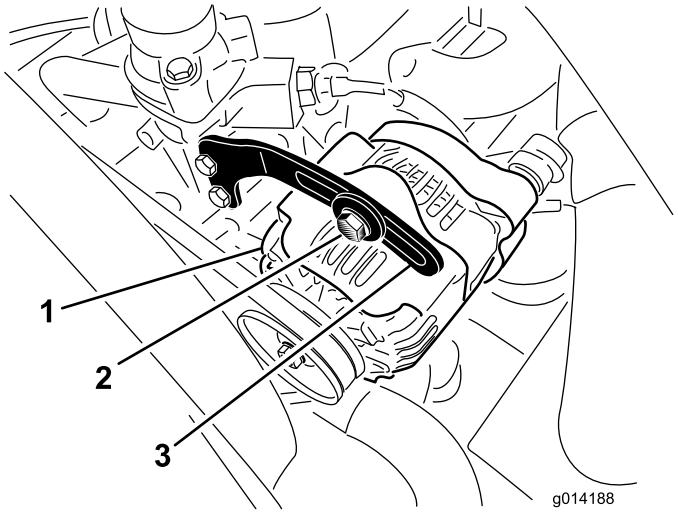

Figur 57
2. Kontrollera generatorremmens spänning genom att trycka ner remmen (Figur 57) mittemellan generatorn och vevaxelskivorna med en kraft på 10 kg.
3. Lossa den bult som håller fast staget på generatorn (Figur 57) och lossa på generatorns axelbult.